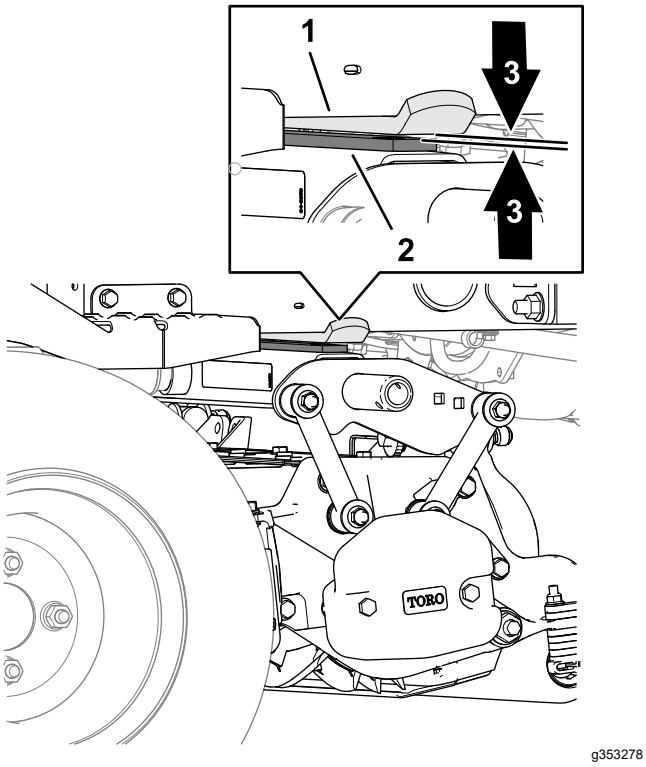

Rysunek 27
4. Na tylnym zespole tnącym zmierz odstęp między taśmą na górze listwy zespołu tnącego a ogranicznikiem zderzaka (Rysunek 27).